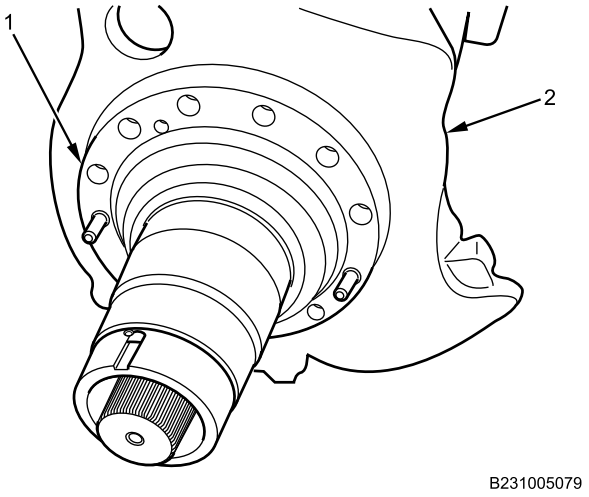

Figure 2. Spindle Assembly Removal.
2. Remove spindle (Figure 2, Item 1) from knuckle (Figure 2, Item 2).